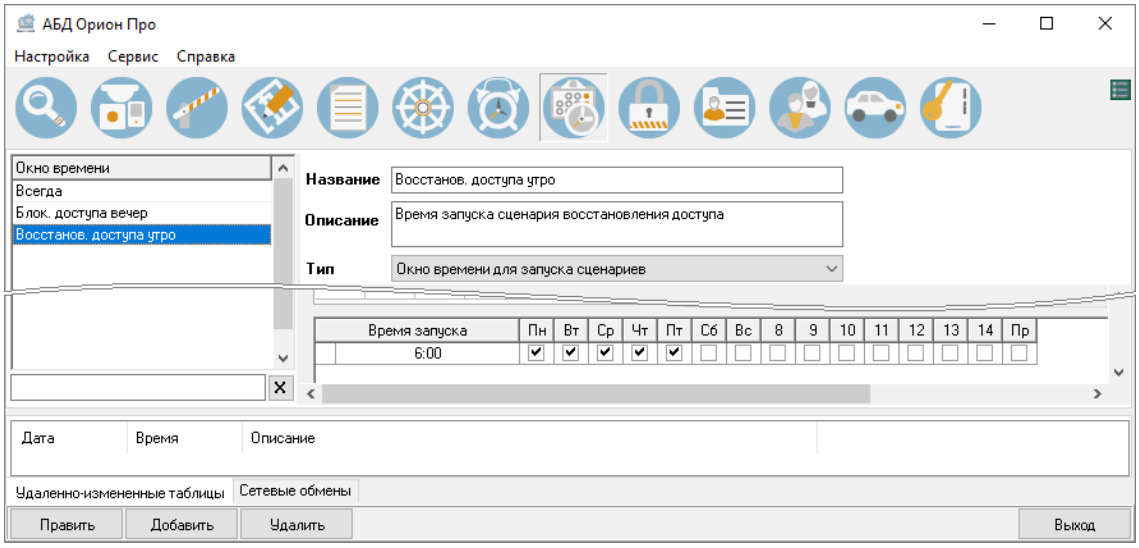

Рисунок 6-611 Окно времени для сценария восстановления доступа
– для сценария восстановления доступа – время, когда должен быть восстановлен доступ (см. Рисунок 6-611).